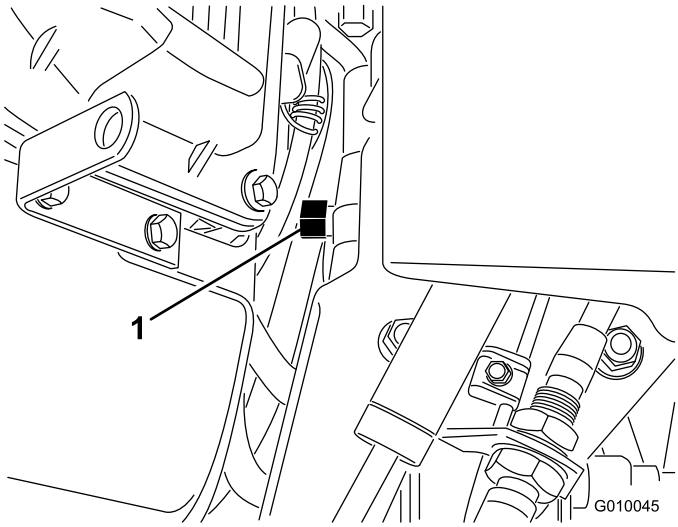

Figur 30
2. Hitta överströmningsventilen mellan motorn och den hydrostatiska pumpen (Figur 30).
3. Använd en 16 mm skruvnyckel och vrid överströmningsventilen motsols ett varv. Hydrauloljan kan då passera förbi pumpen, så att hjulen kan rotera (Figur 30).
5. Vrid överströmningsventilen medsols ett varv när du vill använda luftaren igen (Figur 30).